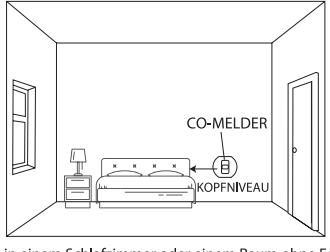

Abbildung 2: Installation in einem Schlafzimmer oder einem Raum ohne Feuerstätte (Installation in Kopfhöhe)
2. Installieren Sie den CO-Alarm in einem Schlafzimmer oder einem Raum, in dem sich kein brennbares Gerät befindet (siehe Abbildung 2):